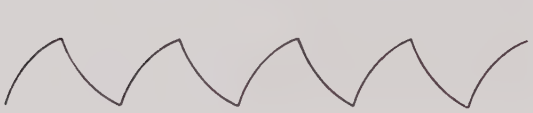

Fig. 3.18. LF trigger coupling
– Check that the displayed pulse is shaped as shown in Fig. 3.18.
- Check that the displayed pulse is shaped as shown in Fig. 3.18.